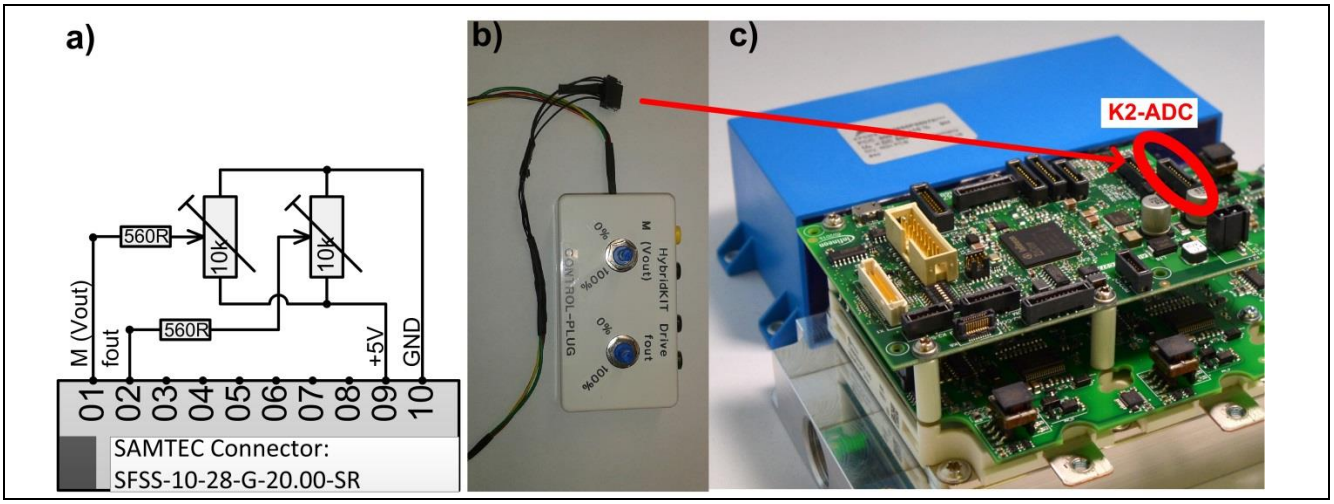

Figure 6 Recommended DEMO-CONTROL-PLUG (a) and (b). The right position of the plug on the logic board connector K2-ADC is indicated in (c).
4) Place DEMO-CONTROL-PLUG (see Figure 6).
5) Turn potentiometers for modulation index and output frequency to low position. (i.e. pin 1 & pin2 are connected to GND; see Figure 6)
With the DEMO-CONTROL-PLUG of Figure 6, the modulation index (and thus phase output voltage) as well as output frequency can be adjusted. Optional an external 0…5V analog signal can be used, which overrule the poti positions and is useful in case reproduceable operating conditions are desired for a test.